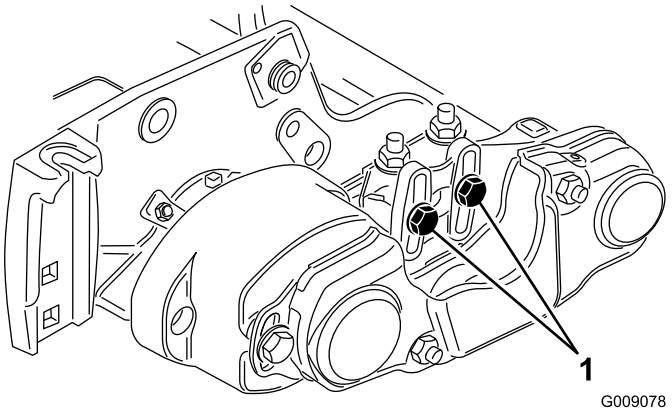
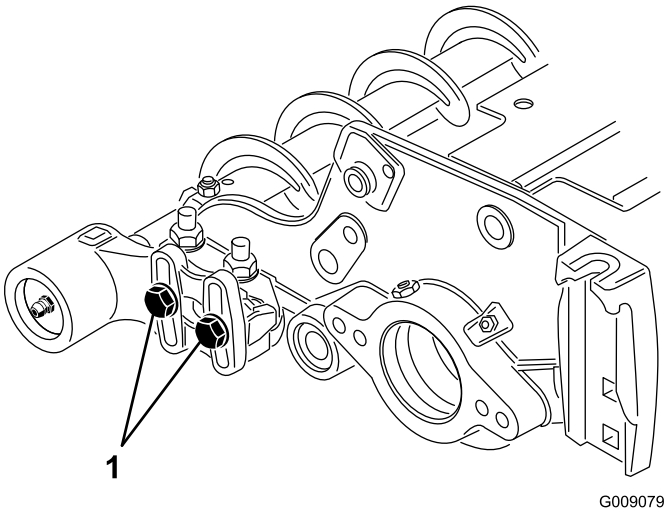

Figura 12
Figura 13
15. Desaperte os 2 parafusos que fixam a caixa de rolamentos da escova do rolo ao suporte de montagem do mesmo (Figura 12 e Figura 13).